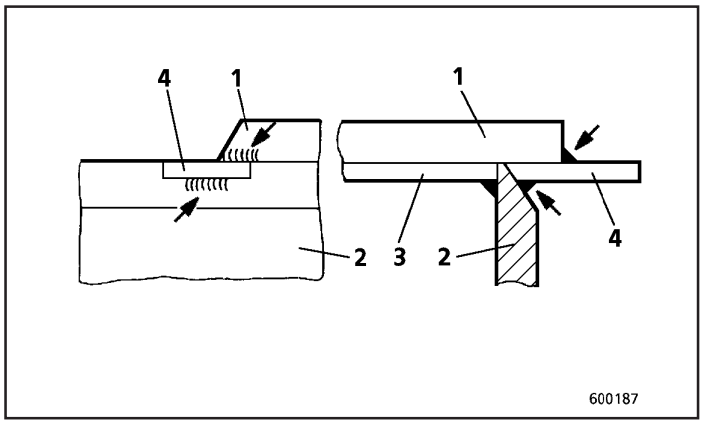

Fig.76
6. Ponteie as placas de apoio (4, Fig. 76) à face externa das chapas lateral e de base.